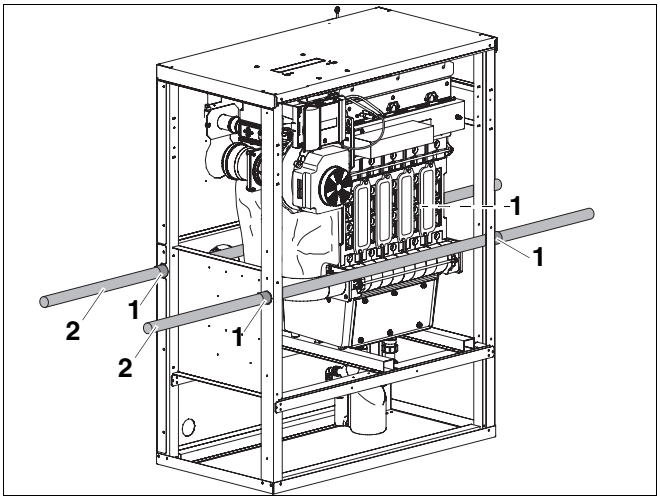

Afb. 8 Verwarmingsketel met behulp van de leidingen transporteren
- Schuif de leidingen door de gaten aan de voorzijde van de verwarmingsketel (➔ afb. 8).
- Beveilig de leidingen tegen wegglijden aan de in afb. 8 aangegeven posities, bijv. met kleefband.